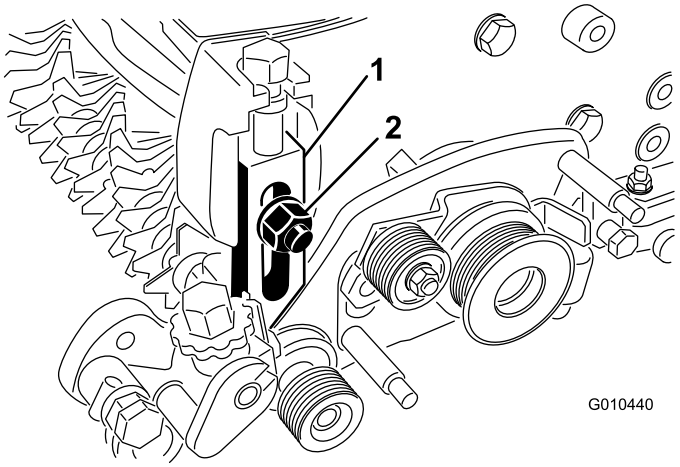

Figuur 32
5. Verwijder de slotbout, moer en ring waarmee de maaihoogtearm aan de zijplaat is bevestigd (Figuur 32).